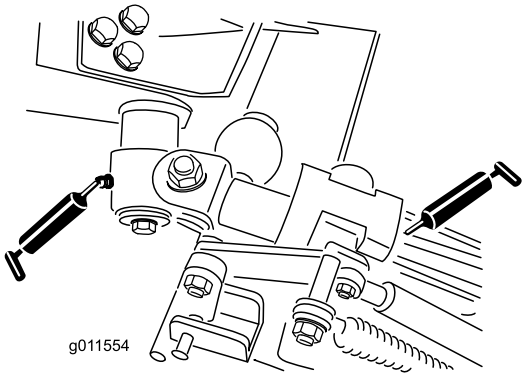

Figuur 46
- Lagerbussen van draaipunt van haakse hendel (2) (Figuur 46)
- Lagerbussen van achterste arm (4) (Figuur 46)